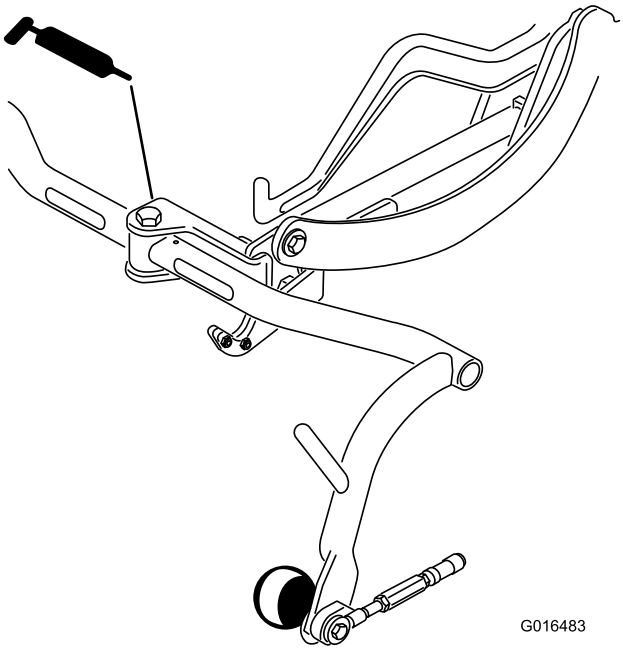

Figur 36
- Bærerammens svingledd (3) (Figur 36)